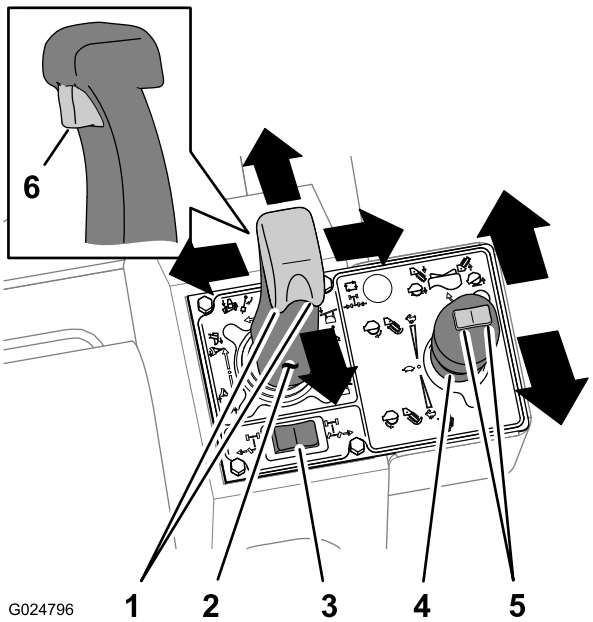

Figura 15
- Empurre o joystick para frente para baixar a lâmina de reaterro ou o arado vibratório ou puxe o joystick para trás para suspender a lâmina de reaterro ou o arado vibratório (Figura 15).
- Mova o joystick à esquerda para inclinar a lâmina de reaterro à esquerda ou mova o joystick à direita para mover a lâmina de reaterro à direita (Figura 15).
- Gire o controle do polegar à esquerda para balançar a lâmina de reaterro à esquerda ou gire o controle do polegar à direita para balançar a lâmina de reaterro à direita (Figura 15).
- Gire o controle do polegar à esquerda para balançar o arado vibratório à esquerda ou gire o controle do polegar à direita para balançar o arado vibratório à direita (Figura 15).
- Puxe o gatilho no joystick para oscilar a lâmina de reaterro para cima e para baixo (Figura 15).
- Mova o joystick para trás para iniciar a vibração da lâmina do arado (Figura 15).
- Mova o joystick mais para trás para aumentar a vibração (Figura 15).
- Mova o joystick em direção à posição Neutra para reduzir e parar a vibração (Figura 15).
- Mova o joystick para frente para acionar a corrente de escavação no sentido de avanço (Figura 15).
- Mova o joystick mais para frente para aumentar a velocidade da corrente (Figura 15).
- Mova o joystick para a posição Neutra para parar a corrente da valetadeira (Figura 15).
- Mova a chave à esquerda para baixar a lança do implemento (Figura 15).
- Mova a chave à direita para suspender a lança do implemento (Figura 15).